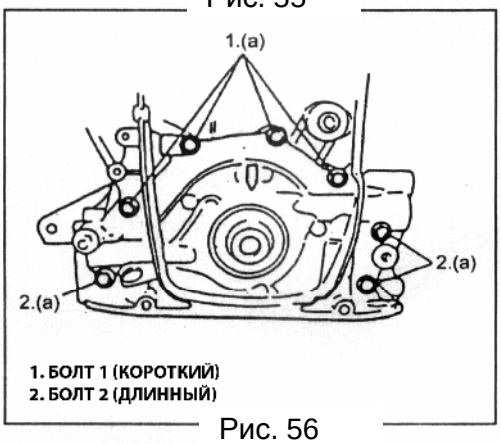

Рис. 56
3) Установите масляный насос на блок цилиндр. Установите болты двух типов и затяните их необходимым моментом (Рис. 56).